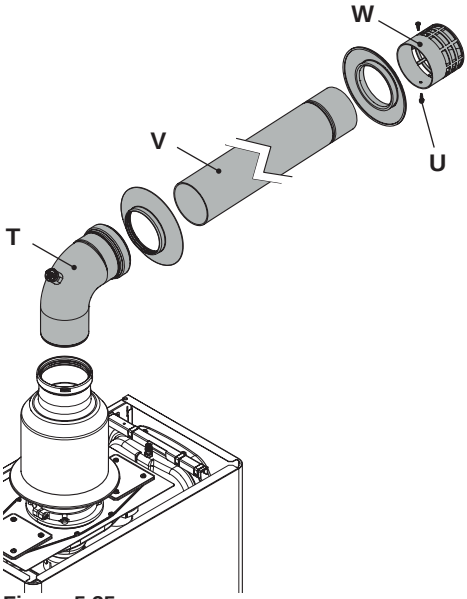

Figura 5.35
- Inserire la curva **T**, il tubo **V**, eventuali prolunghe e il terminale **W** che deve essere bloccato al tubo con le viti **U** (Figura 5.35).